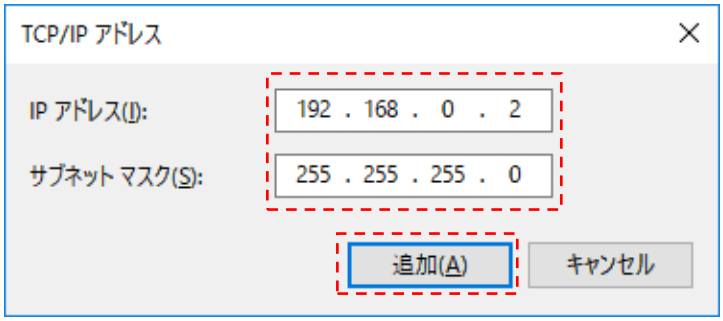

図 3-9 TCP/IP アドレス追加画面
手順⑥：TCP/IP アドレス追加画面より、「IP アドレス(I)」と「サブネットマスク(S)」を入力します。設定の際、ご使用のネットワーク環境によって設定値が異なります。(図 3-9)